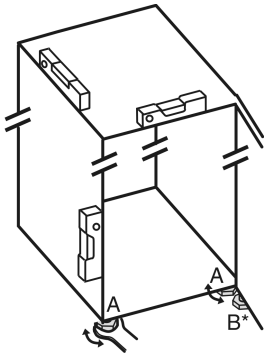

*Fig. 28*
▶ Seřizovací nožky *Fig. 28 (A)* vyšroubujte pomocí přiloženého vidlicového klíče a pomocí vodováhy, dokud nebude spotřebič pevně vyrovnaný.
▶ Seřizovací nožku *Fig. 28 (B)* na stojanu ložiska vytáčejte pomocí přiloženého vidlicového klíče, až dosedne na zem.
▶ Seřizovací nožku *Fig. 28 (B)* otočte maximálně o dalších 90°, abyste zabránili poškození dveří.